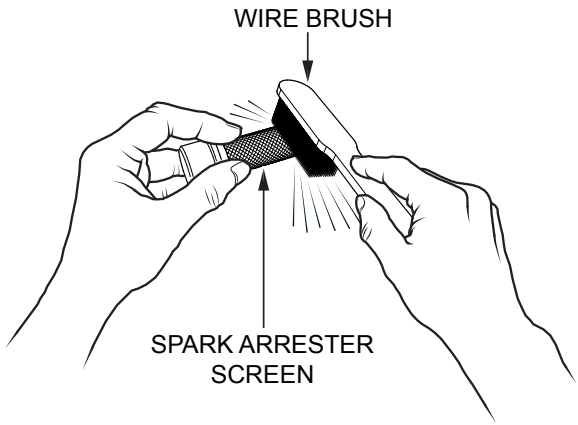

Figure 63. Cleaning The Spark Arrester
3. Clean the spark arrester screen with a stiff bristle brush (Figure 63). If carbon buildup is present, soak or spray the spark arrester screen with carburetor cleaner and blow dry from the inside out with low-pressure compressed air.